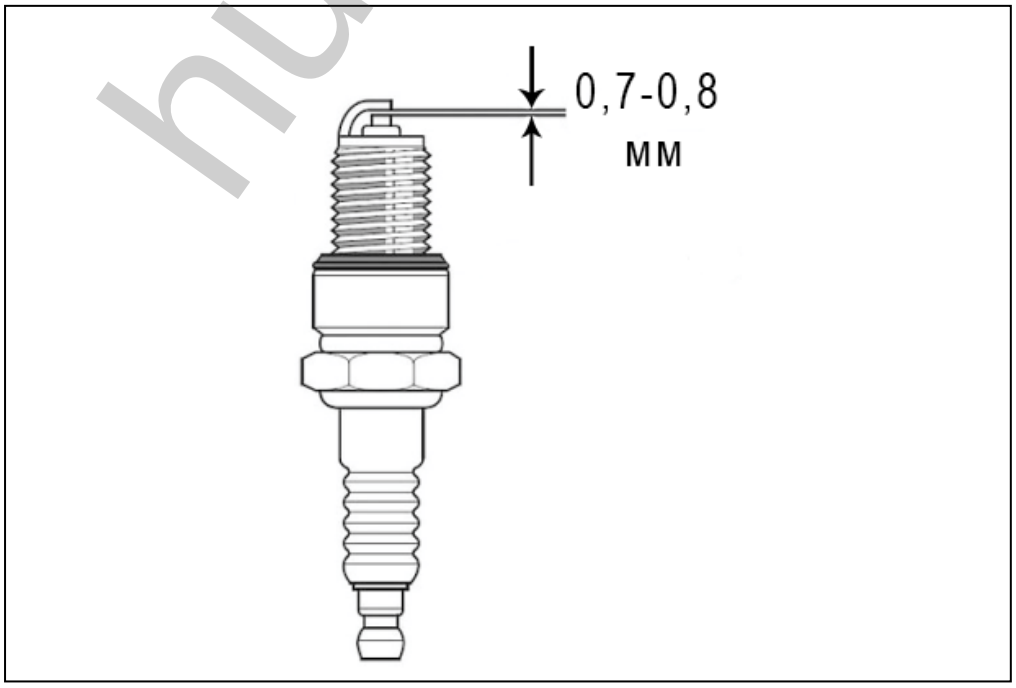

Рис. 19. Зазор между электродами свечи зажигания.
4. Измерьте зазор между электродами свечи зажигания. Зазор должен быть в диапазоне 0,7-0,8 мм (Рис. 19). Если зазор больше или меньше этого диапазона, свечу следует заменить.